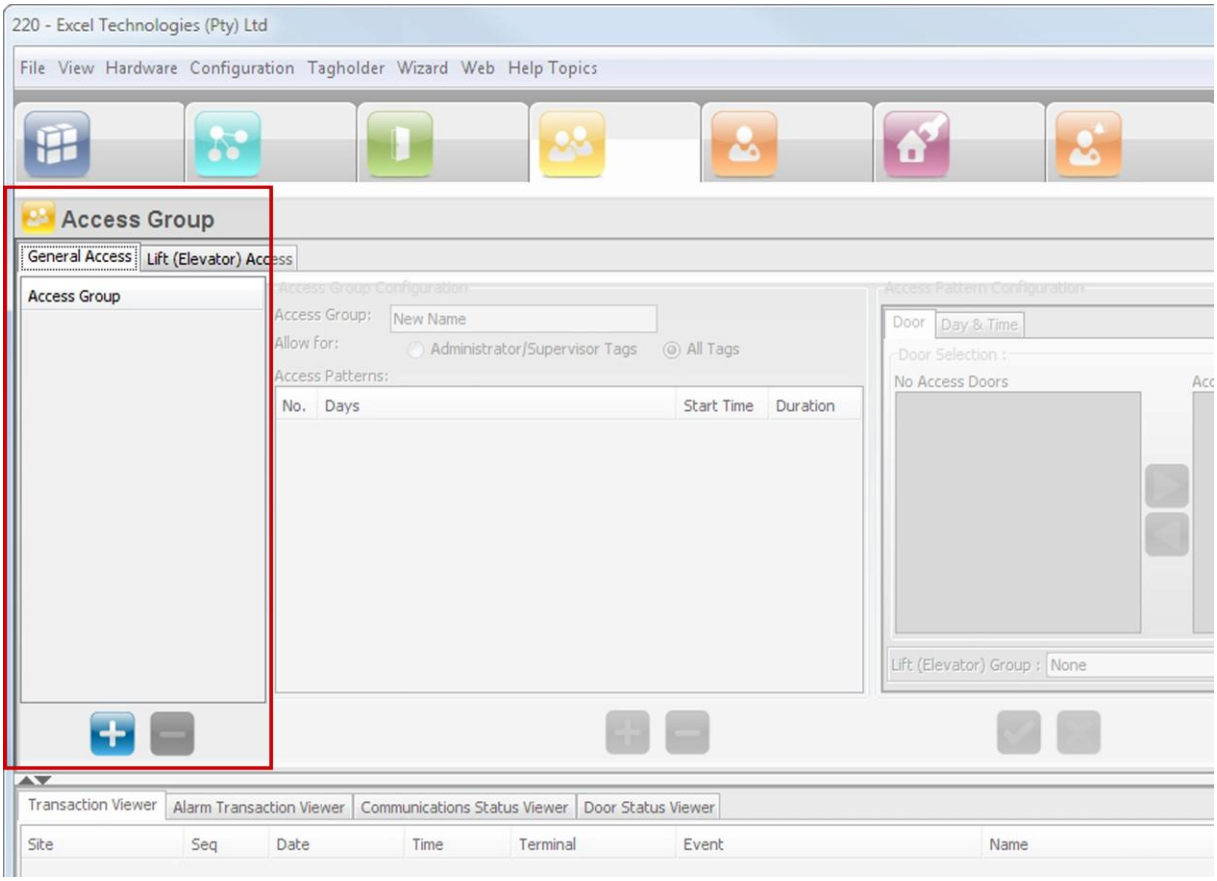

Figure 9 – Left-hand Side of the Access Group Pane (General Access Tab Selected)
3. As highlighted in Figure 9, click the button.
3. From the list of Access Group records (see the highlighted area in Figure 9 for more information) select a record.